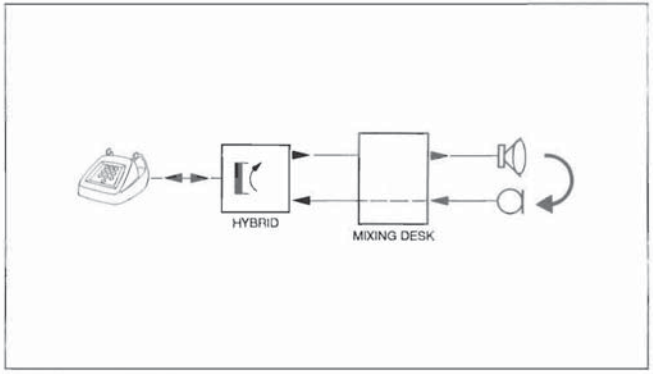

Fig. 5b Rückkopplung über das Studio
- Rückkopplung im Studio, vor allem beim Abhören über Lautsprecher (siehe Bild 5b);